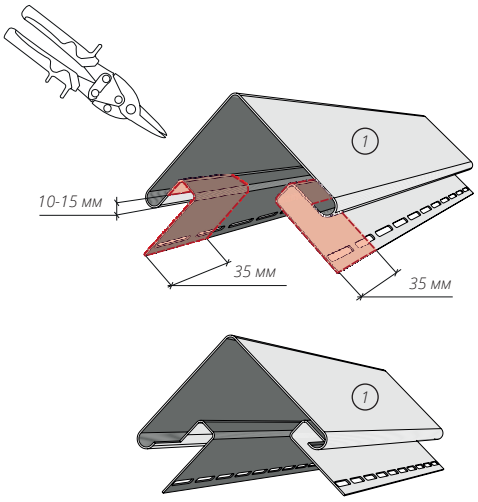
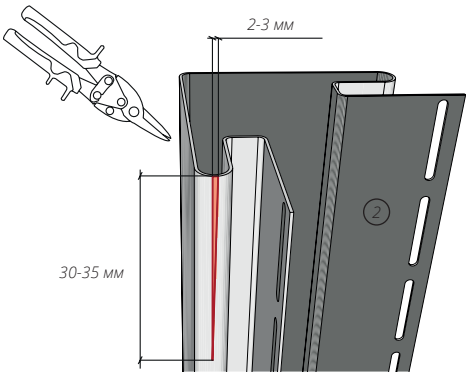

Рисунок 26
Рисунок 27
12.5 Если высота здания больше трех метров, необходимо «нарастить» угол. Для этого: срезаем верхнюю тыльную часть наращиваемого угла (рис. 26). В нижнем углу делаем вырез в виде треугольника на боковых ребрах согласно рис. 27. Вырез треугольника на боковых частях нижнего угла будет немного заметен, но уменьшит прогиб нижнего угла в соединении и позволит элементам оставаться более подвижными при тепловых расширениях и сжатиях.